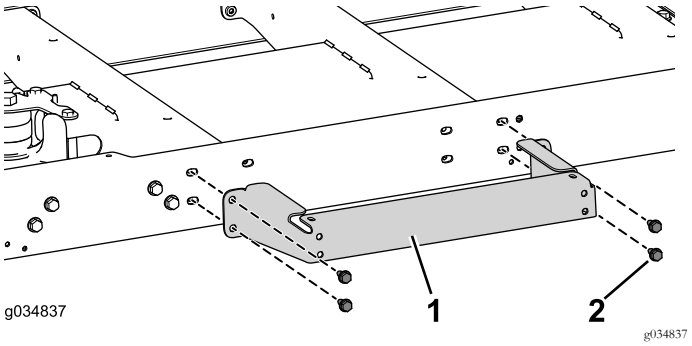

Figuur 77
1. Gebruik de 4 bouten (5/16 x 3/4 inch) om de platformsteun losjes aan het centrale kanaal te bevestigen (Figuur 77).